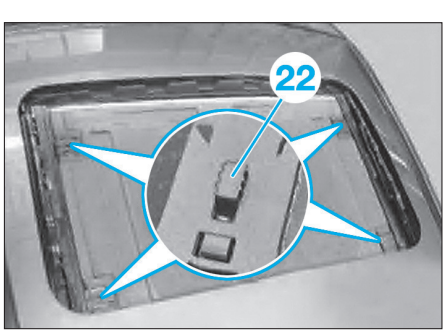

Fig. 142
• A l'aide d'un tournevis, soulever légèrement la butée (22) **(Fig.142)**